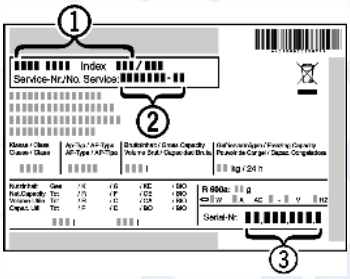

Fig. 11
▶ Наименование устройства *Fig. 11 (1)*, сервисный № *Fig. 11 (2)* и серийный № *Fig. 11 (3)* считайте с заводской таблички. Заводская табличка находится внутри устройства слева.
▶ Обратитесь в сервисную службу и сообщите вид неисправности, наименование устройства *Fig. 11 (1)*, сервисный № *Fig. 11 (2)* и серийный № *Fig. 11 (3)*.